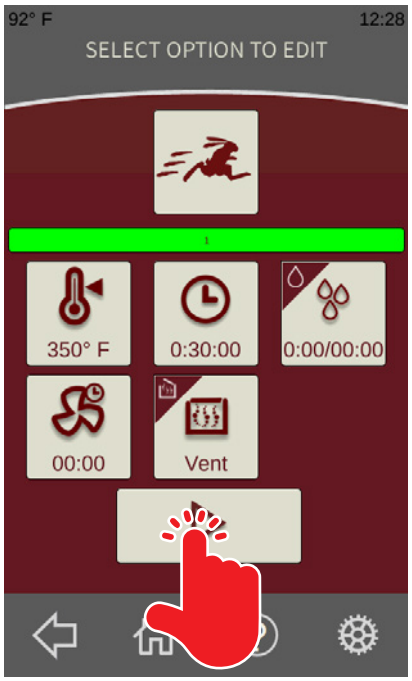

Fig. 11
8. Touch any of the buttons on the ***Quick Start Recipe Run Screen*** (Fig. 11) to modify any of the oven settings.
9. Touch the Play button on the ***Quick Start Recipe Run Screen*** (Fig. 11) to start the oven.